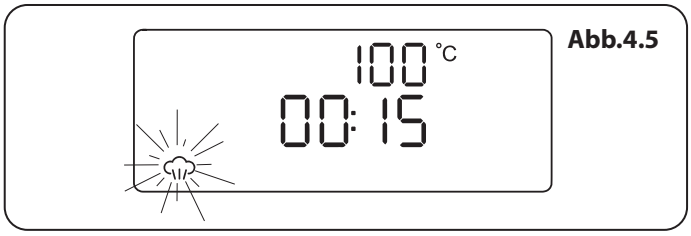

Abb.4.5
1. Berühren und halten Sie die Standby-Taste, um den Dampfgarofen einzuschalten (**Abb.4.4**). Die Displayanzeige zeigt nun 100 ºC Temperatur, 15 Minuten Garzeit und das Dampfsymbol blinkt auf (**Abb.4.5**).